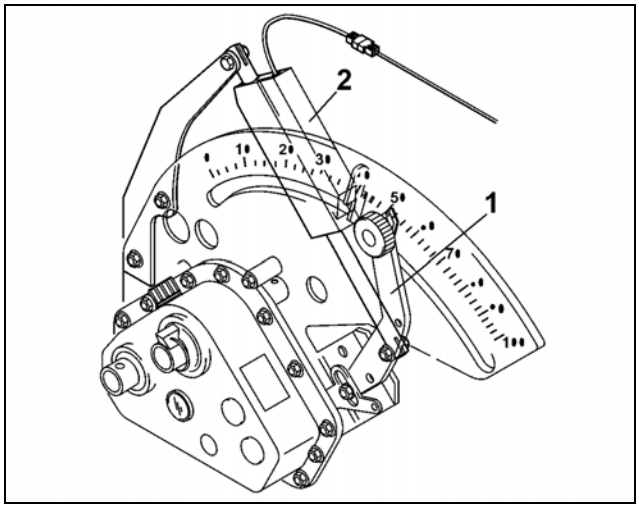

図 78
- 種子量遠隔調節システム: シフトレバー（図 78/1）で、シードホイールの回転数および播種量が無段階式に調整されます。
播種量を設定する際、シフトレバーを動かすサーボモーター（図 78/2）は、**AMATRON 3** を介